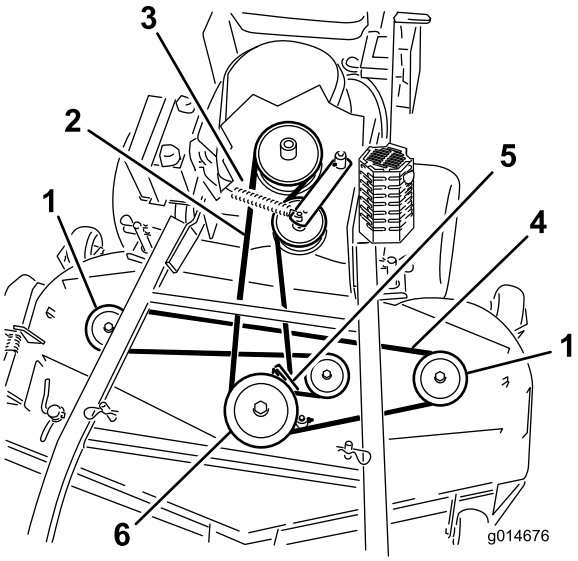
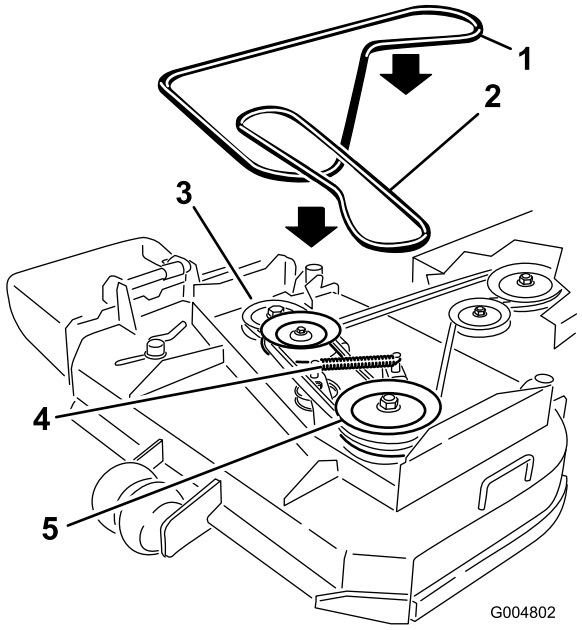

**Figure 48**
**Figure 49**
6. Décrochez le ressort du bras de la poulie de tension pour réduire la tension sur le bras et la poulie de tension, puis enlevez la courroie usagée (Figure 48 ou Figure 49).
7. Placez une courroie neuve autour des deux poulies d'axe extérieures, de la poulie de tension et dans la gorge inférieure de la poulie d'axe double (Figure 48 ou Figure 49).
8. Raccrochez le ressort du bras de tension (Figure 48 ou Figure 49).
10. Réglez l'écartement entre le guide et la courroie à 3 mm (1/8") (Figure 48 ou Figure 49).